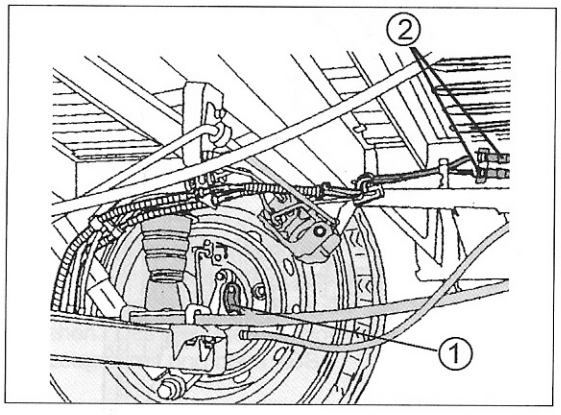

Bild 316
- Unter Bezug auf Bild 316 die Schraube aus der Achse herausdrehen.